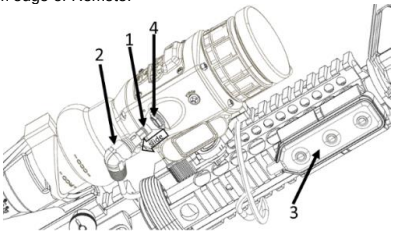

Figure 12. Remote Installation/Removal.
Remote Installation (Figures 12, 13).
1. (Figure 12) Mount Remote (3) to weapon handgrip rail by aligning clips to rail and aligning center bar to a T slot on the handgrip rail so the Remote can be easily manipulated with the non-firing hand (fingers) and snap in place. For the M249, the Remote is often placed on top of the rail in front of the sight.
3. Align the dots on the connector and I/O port for proper alignment (Figure 12). Connect the I/O connector (2) to the I/O port of the FWS-I (4).
Remote Removal (Figures 12 and 13)
1. (Figure 12) Pull I/O connector (2) out of I/O Port (4).
3. (Figure 12) Remove the Remote (3) from the rail mount by pulling outward on the top or bottom edge of Remote.